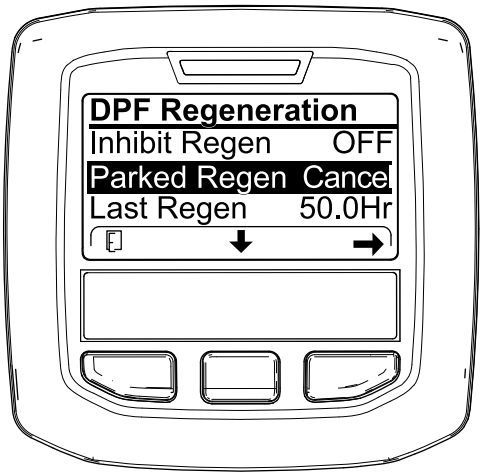
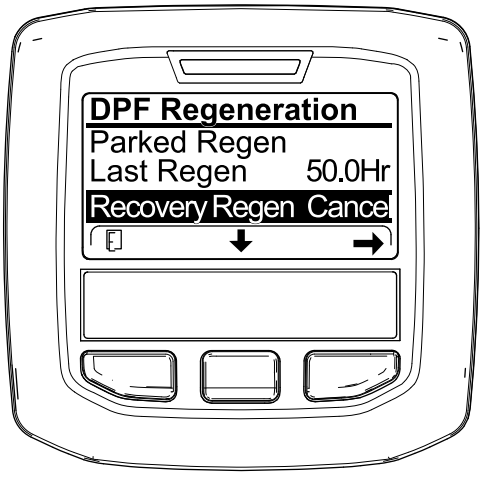

Рисунок 69
Рисунок 70
1. Перейдите к меню регенерации DPF (Рисунок 69).
2. Нажмите среднюю кнопку, чтобы перейти вниз к опции PARKED REGEN CANCEL (ОТМЕНА СТАЦИОНАРНОЙ РЕГЕНЕРАЦИИ) (Рисунок 69) или к опции RECOVERY REGEN CANCEL (ОТМЕНА ВОССТАНОВИТЕЛЬНОЙ РЕГЕНЕРАЦИИ) (Рисунок 70).
3. Нажмите правую кнопку для выбора опции Regen Cancel (Отмена регенерации) (Рисунок 69 или Рисунок 70).